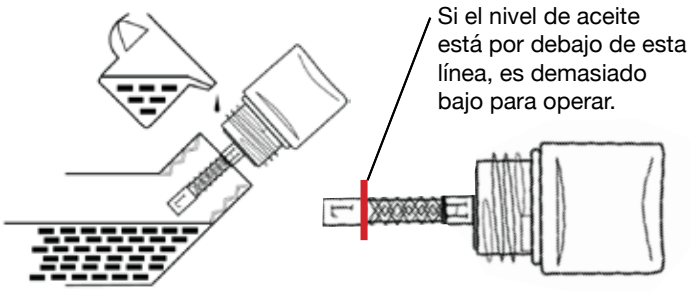

Figura 19 - Comprobación del nivel de aceite
- Nivel de aceite aceptable: el aceite es visible en los cruces entre las líneas H y L en el tapón de llenado de aceite / varilla medidora (consulte la Figura 19).
8. Continúe agregando aceite hasta que el aceite esté en el nivel correcto. Ver la Figura 19.